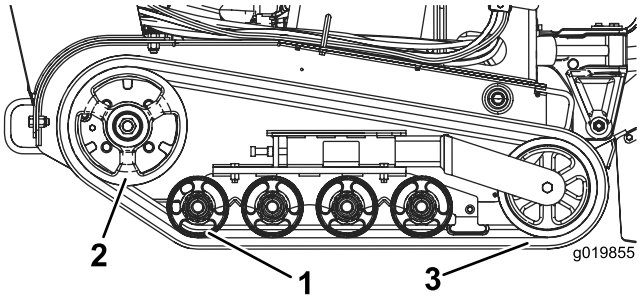

Figuur 46
Belangrijk: Zorg ervoor dat u de wielen en de kettingwielaandrijving grondig reinigt (Figuur 46).
8. Begin bij de kettingwielaandrijving en plaats de nieuwe rupsband rond de aandrijving. Controleer of de uitsteeksels aan de binnenkant van de rupsband in de openingen op de aandrijving zitten (Figuur 46).
9. Duw de rupsband onder en tussen de voorste en middelste wegwielen (Figuur 46).